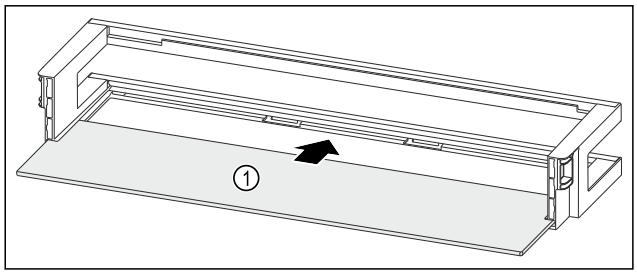

Fig. 58 Dørhylde med hylde
- ▶ Skub hylden *Fig. 58 (1)* ind i udsparingerne i siden.